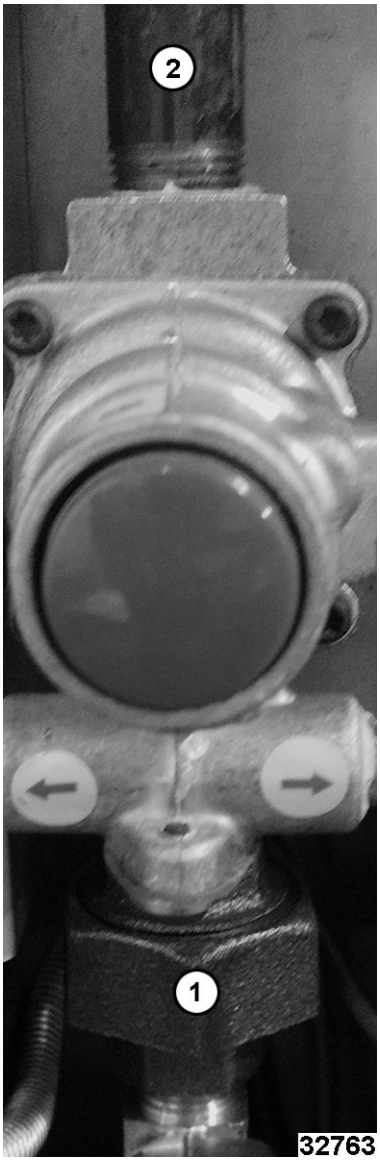

**Fig. 22**
3. Remove union fitting (1, Fig. 22) and pipe fitting (2, Fig. 22) from top and bottom of pilot safety valve.